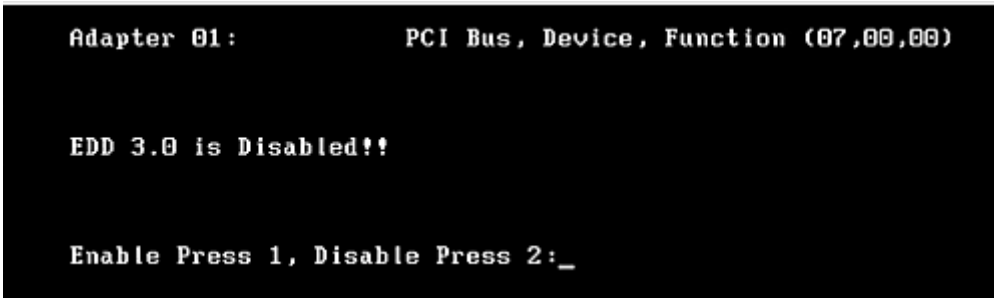

Figure 15: Enable or Disable EDD 3.0 screen
2. Select **<7>**, Enable or Disable EDD 3.0 (+Advanced Option+). Figure 15 ia displayed.